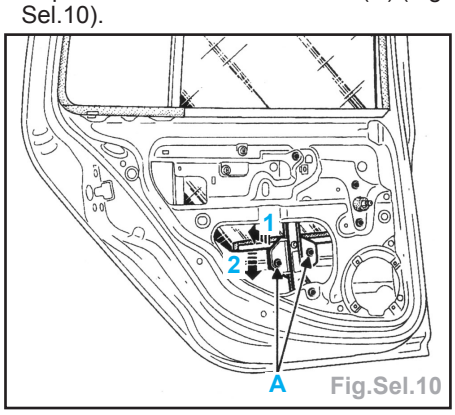

Fig.Sel.10
- Déposer les deux vis de fixation (A) (Fig. Sel.10).